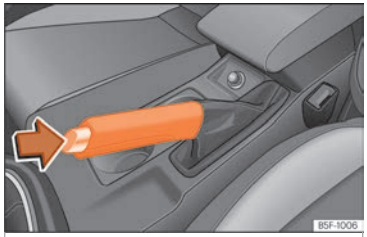

Fig. 256 Handbrake between the front seats.
– Pull the handbrake lever up firmly ››› Fig. 256.
– Pull the lever up slightly and press the release knob in the direction of the arrow ››› Fig. 256 and guide the handbrake lever down fully ››› ⚠.